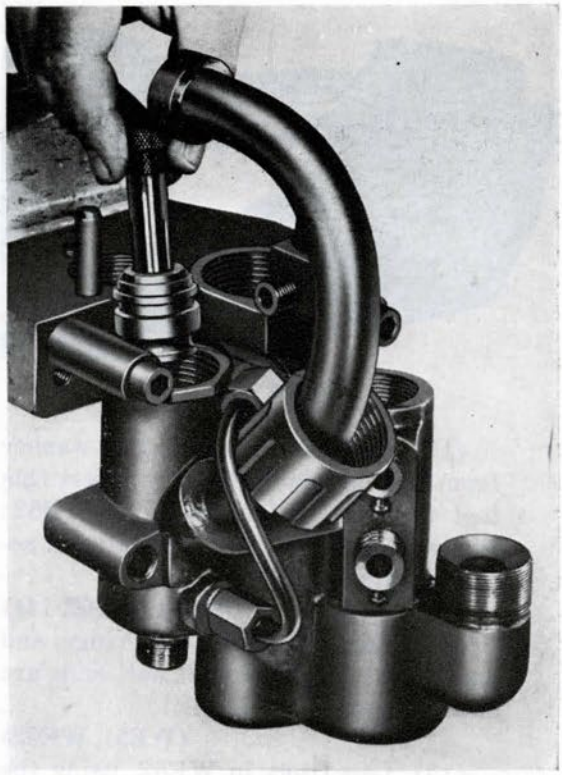

Figure 171
*(c) Lap valve to seat (Fig. 171). (WE54)